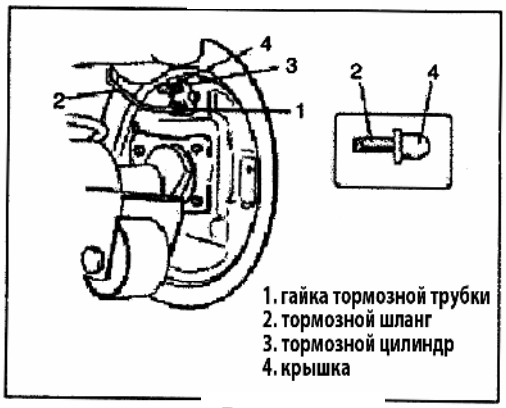

Рис. 573
5) Отсоедините тормозную трубку от тормозного цилиндра и установите заглушку для предотвращения вытекания тормозной жидкости (Рис.573).